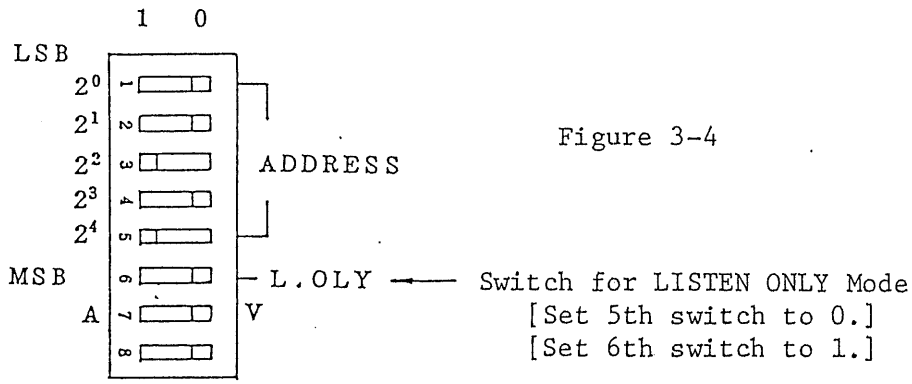

Figure 3-4
- o An address for the DPO2212 on the GP-IB bus can be set with the ADDRESS switch. The switch has eight element switches and five of which are used as digital switches to set an address for the DPO2212. An address number can be set with a binary number, within a range of decimal 0 to 30. In the example shown in Figure 3-4, the digital switches are set for binary "10100", or decimal 20.